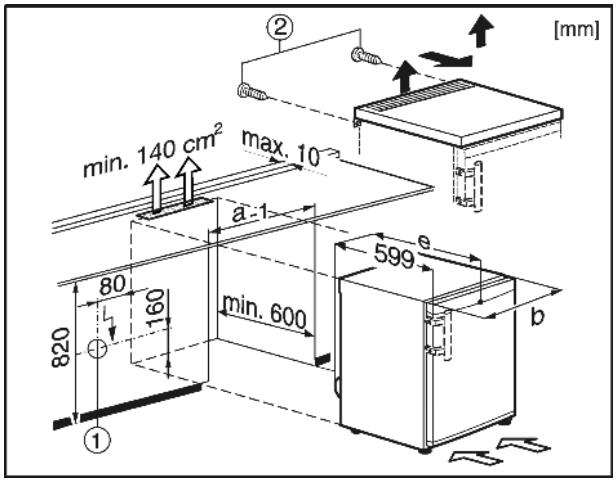

Fig. 9
La prise *Fig. 9 (1)* ne doit alors pas se trouver à l'arrière de l'appareil pour être facilement accessible.
▶ Retirez les vis *Fig. 9 (2)* à l'arrière.